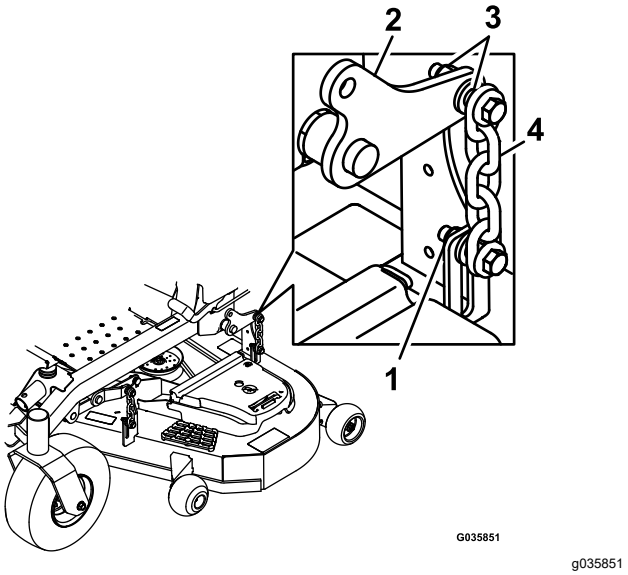

**Figur 84**
13. Løsne låsemutterne (Figur 84) på alle de fire hjørnene, og sikre at klippeenheten sitter trygt på alle fire blokkene.